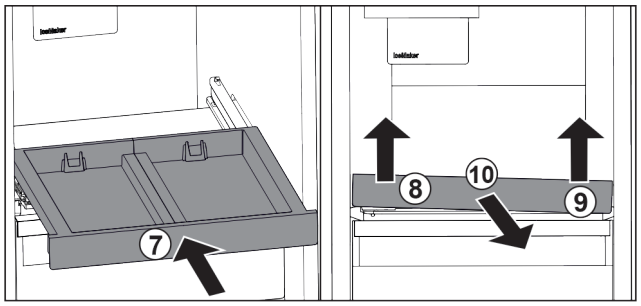

Fig. 43
▶ Вставьте выдвижную панель. *Fig. 43 (7)*
▶ Приподнимите выдвижную панель спереди слева. *Fig. 43 (8)*
▶ Приподнимите выдвижную панель спереди справа. *Fig. 43 (9)*
▶ Извлеките выдвижную панель движением вперед. *Fig. 43 (10)*